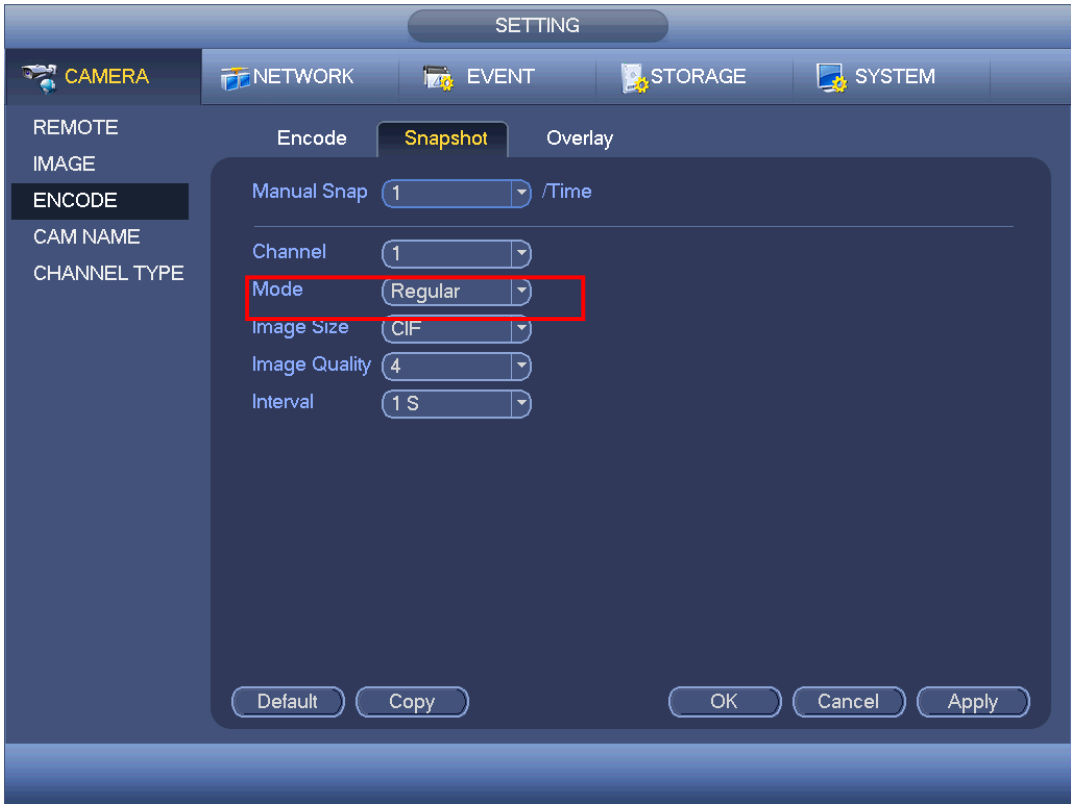

Figure 4-149
- In main menu, from Setting->Camera->Encode->Snapshot interface, here you can input snapshot mode as regular, size, quality and frequency. See Figure 4-149.